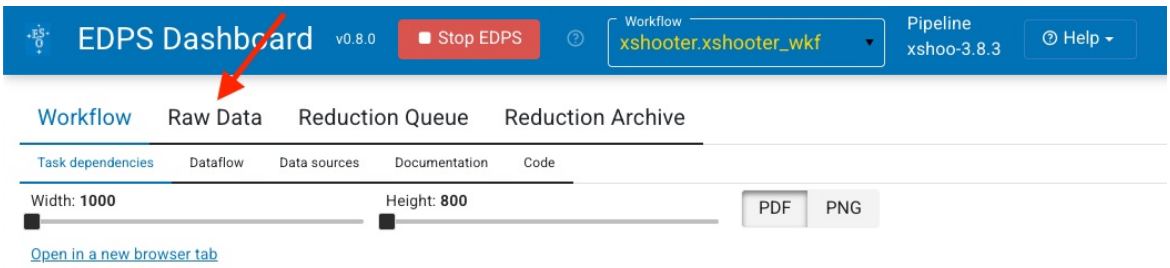

Figure 5: How to select RAW data Tab.
1. Press ‘Raw Data‘ to enter the corresponding tab, as in Figure 5.